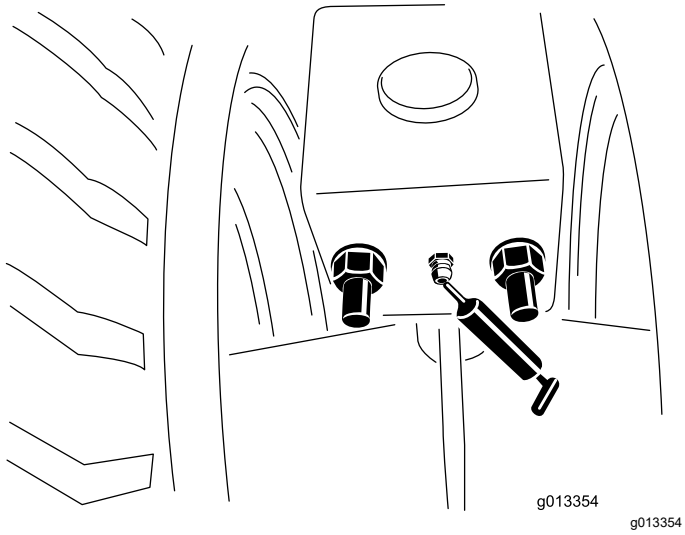

Figuur 56
1. Reinig de smeernippels (Figuur 56).